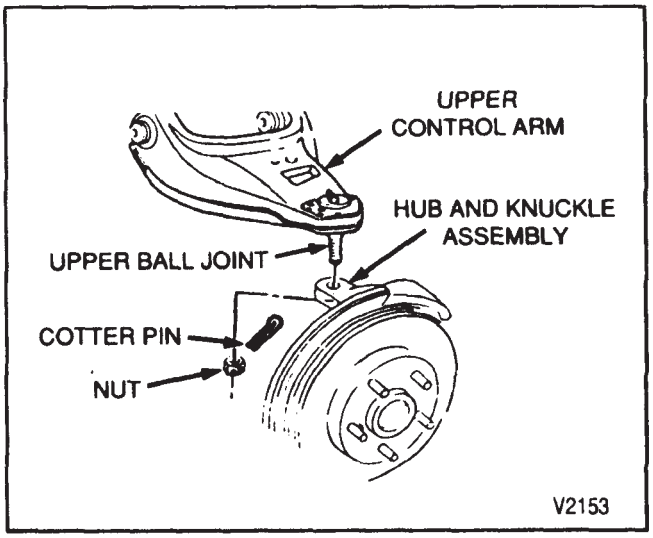

Figure 30—Separating the Ball Joint From the Knuckle
7. Ball joint stud nut (figure 30).